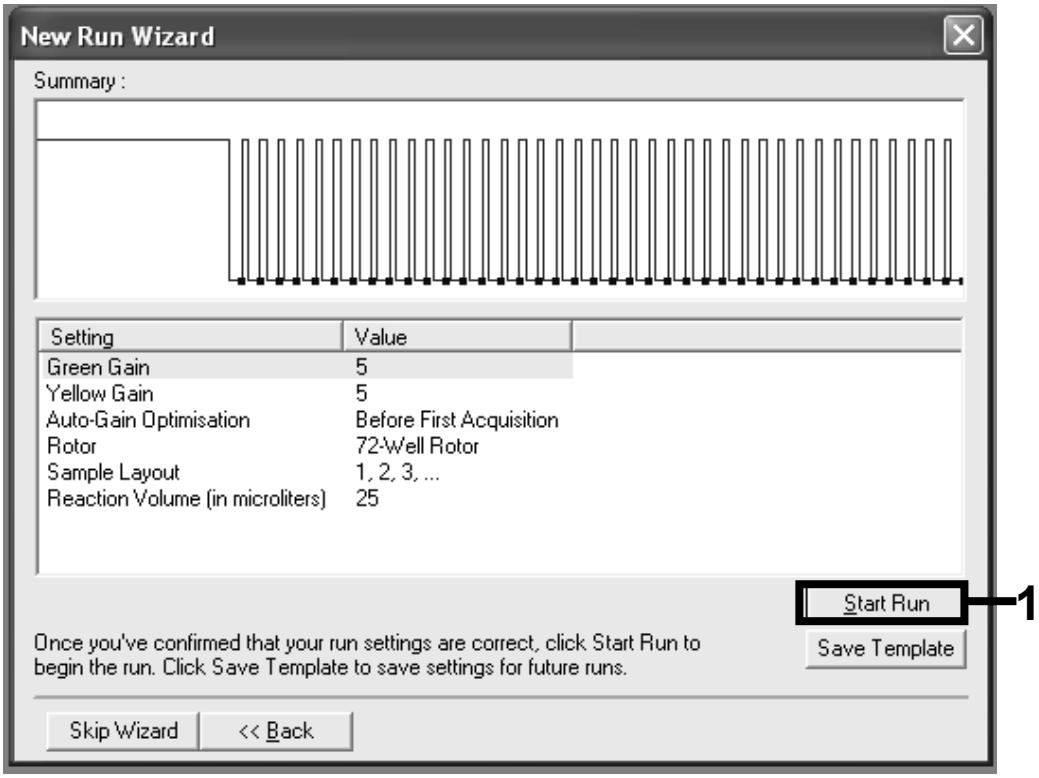

Figure 13. Starting the run.
Starting the run	Figure 13
21. **Check the summary and click "Start Run" to save the run file and start the run (Figure 13).**